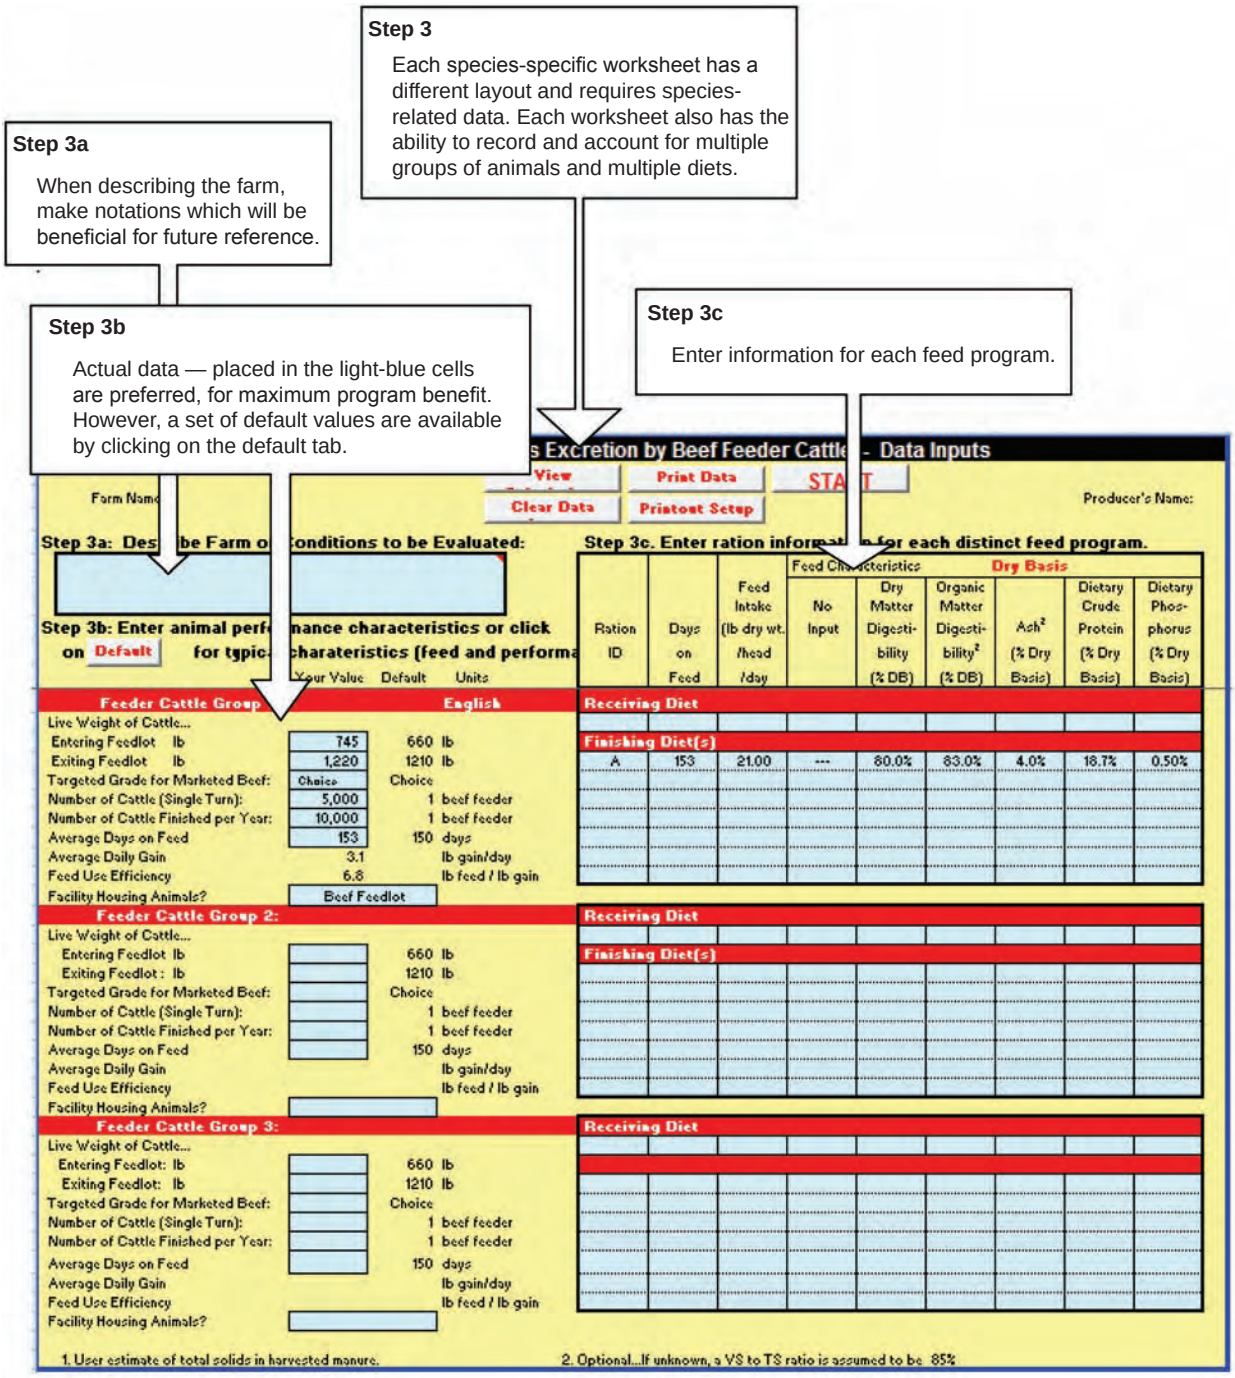

Figure 9. A review of the components of *Step 3.*
Step 3 — Enter Farm-Specific Information to Estimate Manure Excretion (**See** *Figure 9*)